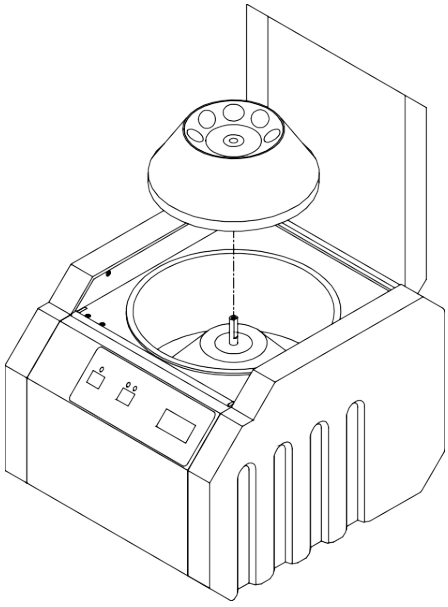

Rys. 3-4 Wyjąć wirnik
- Wyjąć wirnik, pociągając go do góry (rys. 3-4)